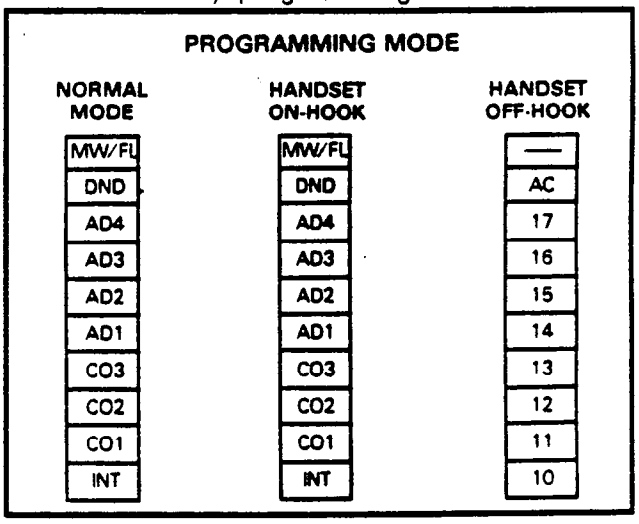

FIGURE 1—10-key EKT FORMAT
02.23 As shown in Figure 1, when in the programming mode, the key/LEDs represent 00 ~ 09 when the handset is on-hook and 10 ~ 19 when it's off-hook. It is possible to switch back and forth an unlimited number of times without disturbing the data.